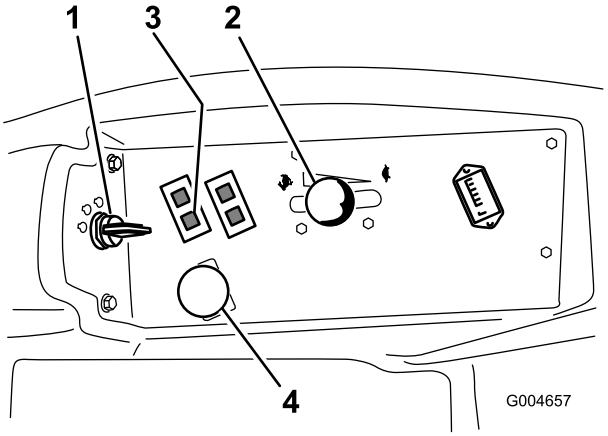

Figuur 15
4. Schakel de aftakas uit (Figuur 15).
5. Zet de gashendel halverwege tussen Langzaam en Snel (Figuur 15).